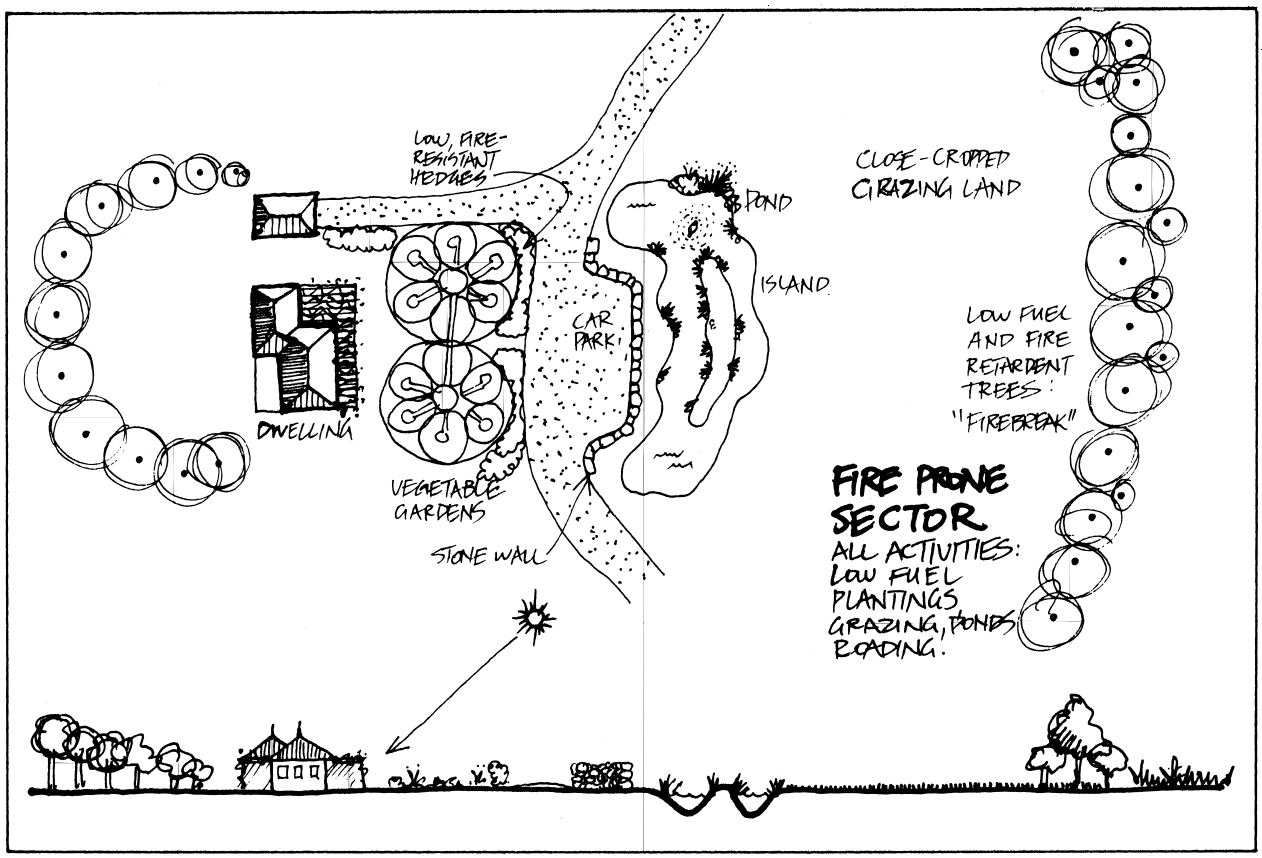

FIGURE 2.31 Combined design for fire safety: radiation shields, multiple downhill firebreak, selected "wet" plants, and fuel reduction near the house.
• **Create fire shadows** to reduce the effects of radiant heat by (a) non-fuel structures (ponds, earthbanks, stone walls), and (b) plantings of fire-retardant species such as lilies, coprosmas, willows (which may be killed, but will slow down the fire). **Figure 2.31.**